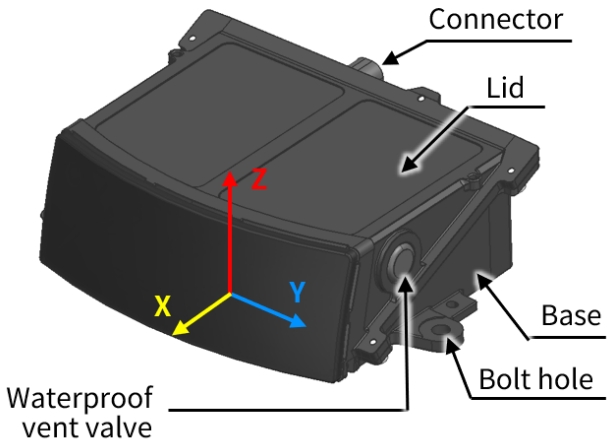

Figure 2. Coordinate system (isometric view)
The lidar's coordinate system is illustrated in Figure 2.
- To prevent loss of effective FOV, the mounting tolerances should be within ±5 mm (position) and ±1 deg (angularity) in the directions of X, Y, and Z axes of the vehicle coordinate system (see Figure 2. Coordinate system (isometric view)).